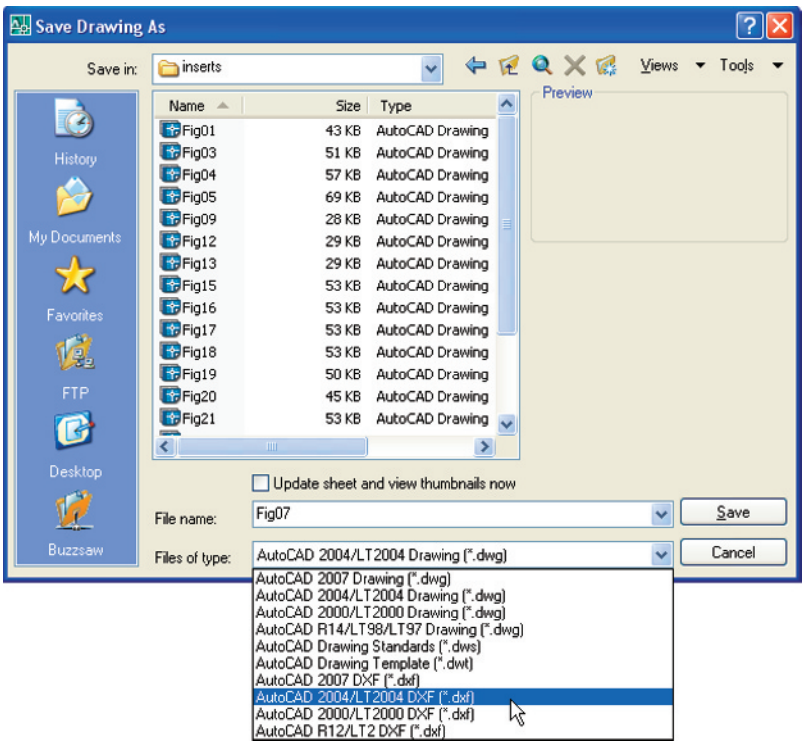

Fig. 10.8 The **Save Drawing As** dialog set up to save drawings in DXF format
Example – DXF file (Fig. 10.8)
3. *Enter* a suitable file name. In this example this is **Fig. 07**. The extension **.dxf** is automatically included when the **Save** button of the dialog is *clicked* (Fig. 10.8).